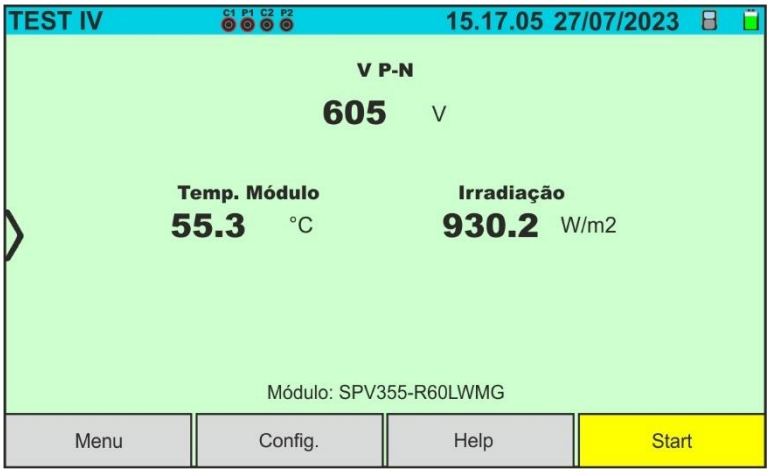

Fig. 40: Ecrã de medição da curva I-V inicial em módulos Monofaciais
4. No caso dos módulos **Monofaciais**, o ecrã da Fig. 40 é apresentado no visor. São apresentados os seguintes parâmetros: